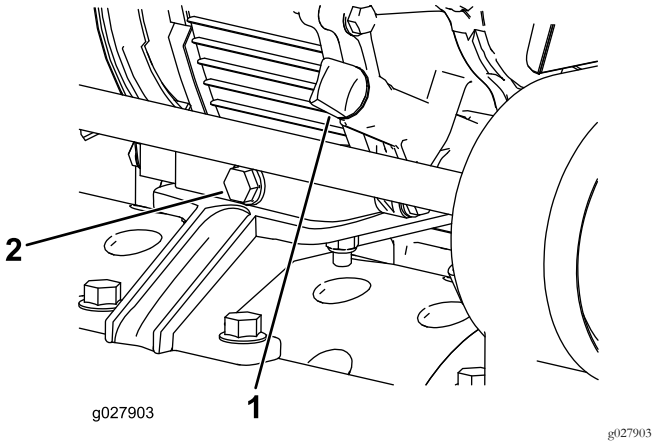

**Figur 23**
1. Placer maskinen, så motoren står plant, og rengør området rundt om oliestandsmåleren (Figur 23).
2. Anbring en drænbakke under bagenden af maskinen, direkte under aftapningsproppen (Figur 23).